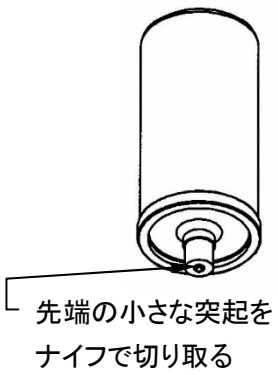

図 8-2
① オートグリスは機械の附属品として 1 個同梱されています。
② 封印キャップ先端の小さな突起をナイフで切り取ります。この時、封印キャップは外さないこと。（図 8-2）